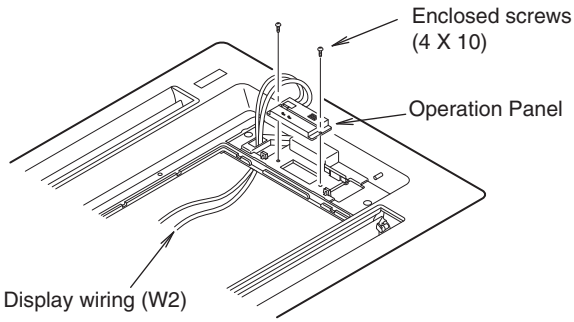

Fig. 3-16
(2) Fasten the operation panel to the location in the diagram below with the 2 enclosed screws (4 X10). (Fig. 3-16)
(3) Pass the wiring for the display (W2, 6P white connector) through the back of the panel.